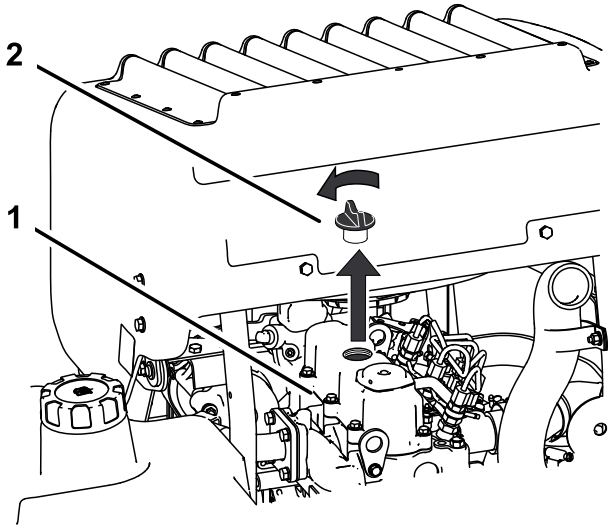

Figuur 46
6. Verwijder de vuldop op de bovenkant van de motor (Figuur 46). Hierdoor kan de olie makkelijker weglopen.
2. Verwijder de vuldop en de peilstok (Figuur 46).